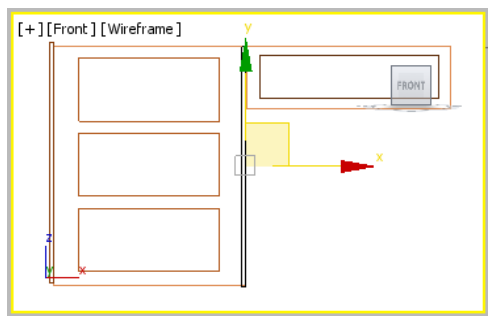

Figure 2-55 *Alignment of left face002*
4. In the Front viewport, copy *left face001* by using the **Clone Options** dialog box as described earlier; a new face is created with the name *left face002*. Now, align it with the other side of *left box*, as shown in Figure 2-55.